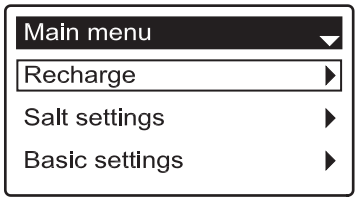
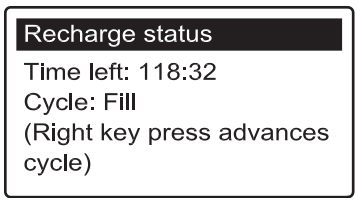

FIG. 22
FIG. 24
2. If necessary, press the DOWN (▼) button to scroll through the menu options until **Recharge** is highlighted (See Figure 22).
7. Press the SELECT (○) button. If **Recharge now** is selected, the display immediately goes to the Recharge status screen (See Figure 24). If **Automatic** or **Scheduled** are selected, the display goes back to the Main menu (Figure 22).